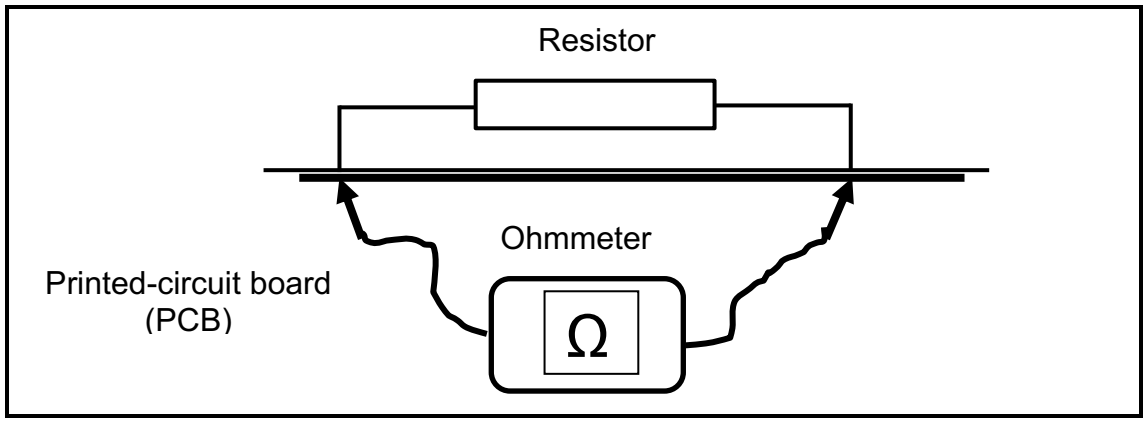

FIGURE 3
3.2 Study FIGURE 3 below and answer the questions.
3.2.1 State what is wrong with the method of measuring the resistance of the resistor shown in FIGURE 3. (1)